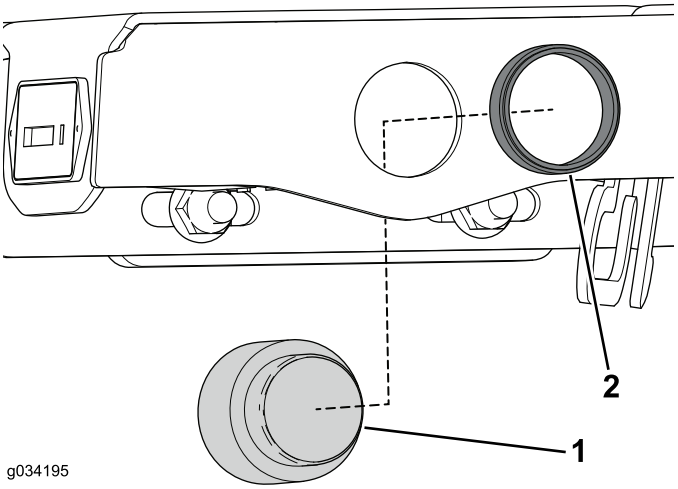

Rysunek 11
2. Odkręć radełkowany pierścień ustalający alarmu i zdemontuj go z zespołu konsoli (Rysunek 11).